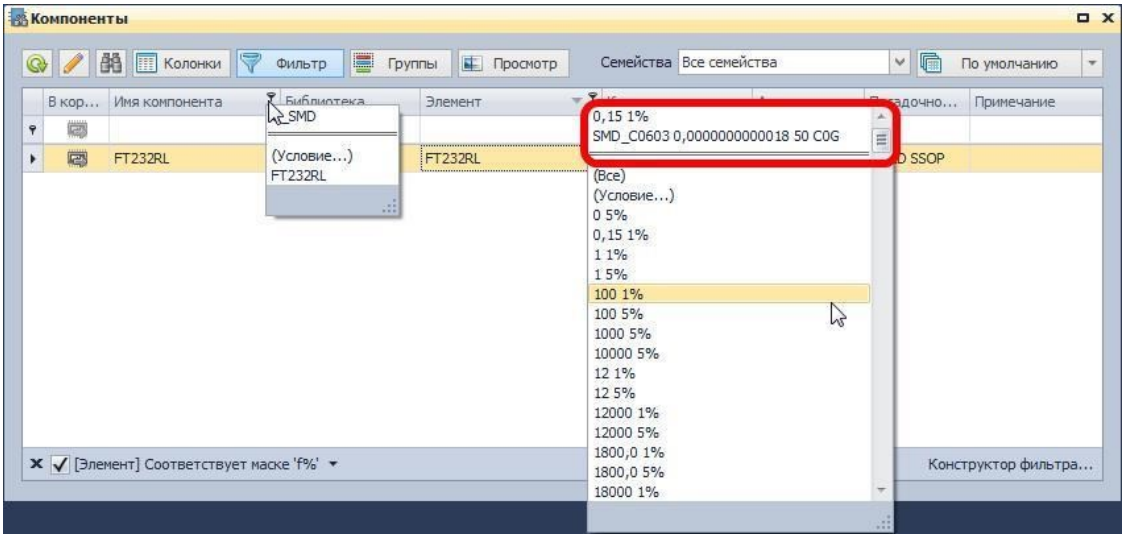

Рис. 779. Список значений колонки
2. Наведите курсор на значок и нажмите левую кнопку мыши. Под заголовком колонки отобразится список, в котором содержатся все значения, заданные для данной колонки, см. Рис. 779. Над двойной чертой указаны ранее выбранные запросы. Если для таблицы уже задан какой-либо фильтр (параметр отбора), то в списке будут указаны только доступные значения. Так, на рисунке, для колонки «Имя компонента», доступно только одно значение, потому что для колонки «Название» уже задан фильтр. В то же время для колонки элемент доступны все значения.